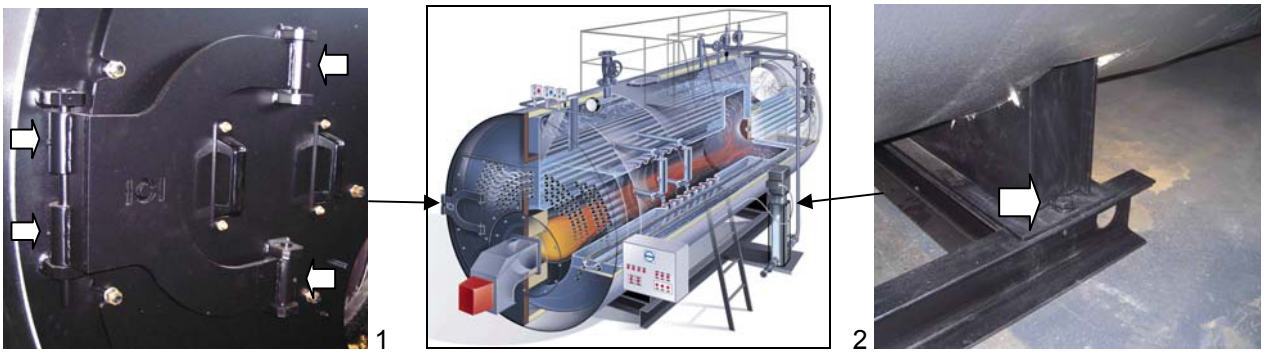

Fig. 9
- **Pe balamalele bratelor usilor sunt prezente suruburi de oprire (1 Fig. 9) pentru atenuarea vibratiilor, asigurati-va ca desfaceti aceste suruburi cand va trebui sa deschideti usile.**
- **Scoateti suruburile de fixare (2 Fig. 9) de pe suportul posterior dupa ce ati pozitionat generatorul si inainte de pornire,pentru a permite dilatari termice in timpul functionarii.**